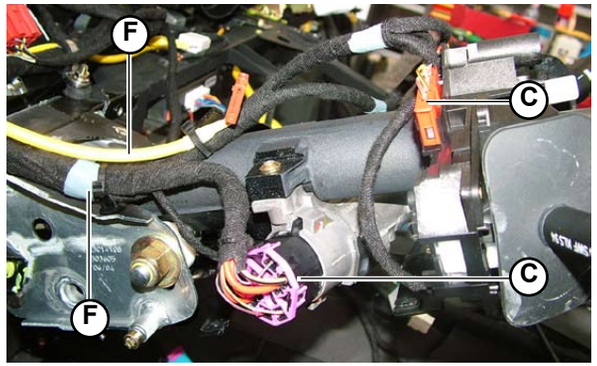

Fig.7
6. Cut the clamps (**F-Fig.7**) on the various wiring harnesses.